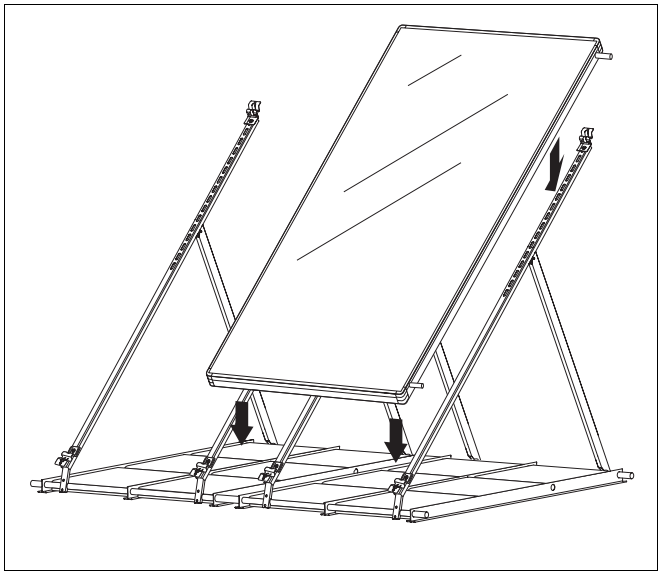

Afb. 45 Eerste collector plaatsen
- Leg de eerste collector (afb. 45) in het midden van de bak, gevormd door de voorgemonteerde collectorhouders.